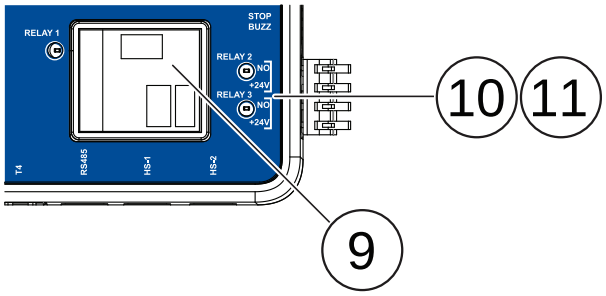

Figure 52. Relay Ports
- Relay capacity: (1) Mechanical 20A max at 240VAC (Figure 52 Item 9). (2) Solid state relays 30VDC, 2A max (Figure 52 Item 10, 11).
3. Install the relay wires in the appropriate relay port: mechanical (Relay 1) or solid state (Relay 2 and 3) (Figure 52).